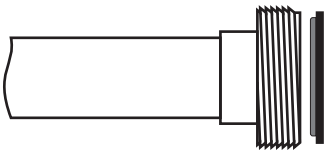

Fig. 18
8 - Remove two (2) heater gaskets included with your Pure Heat heater and install them onto the plumbing tailpieces, making sure the gasket ridge is seated in the tailpiece groove (see Fig. 18).